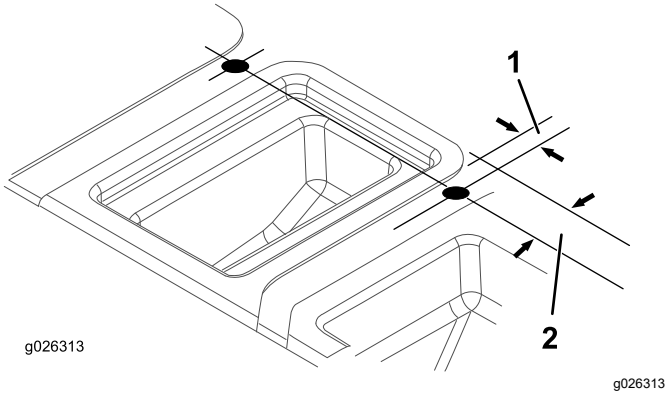

**Figura 10**
5. Servendovi delle dimensioni illustrate in Figura 10, individuate, contrassegnate e praticate 2 fori (2,54 cm) nella parte superiore della base del sedile. Individuate un foro su ciascun lato del comparto centrale.